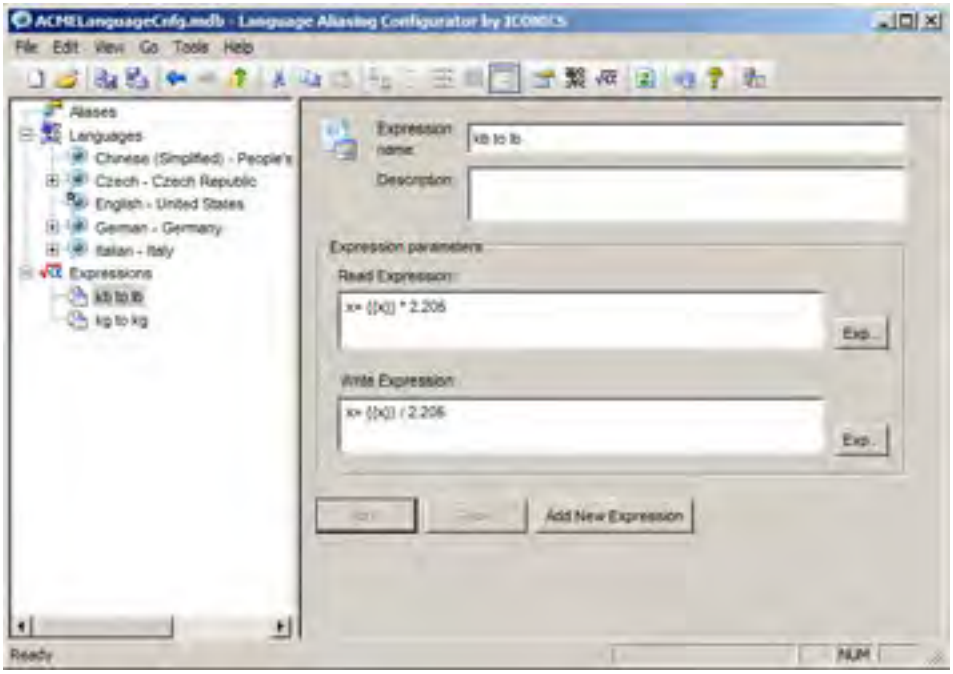

Figure L14.7 - kg to lb Expression
16. Click on "Apply" to save the changes. Your "kg to lb" expression should look similar to Figure L14.7.